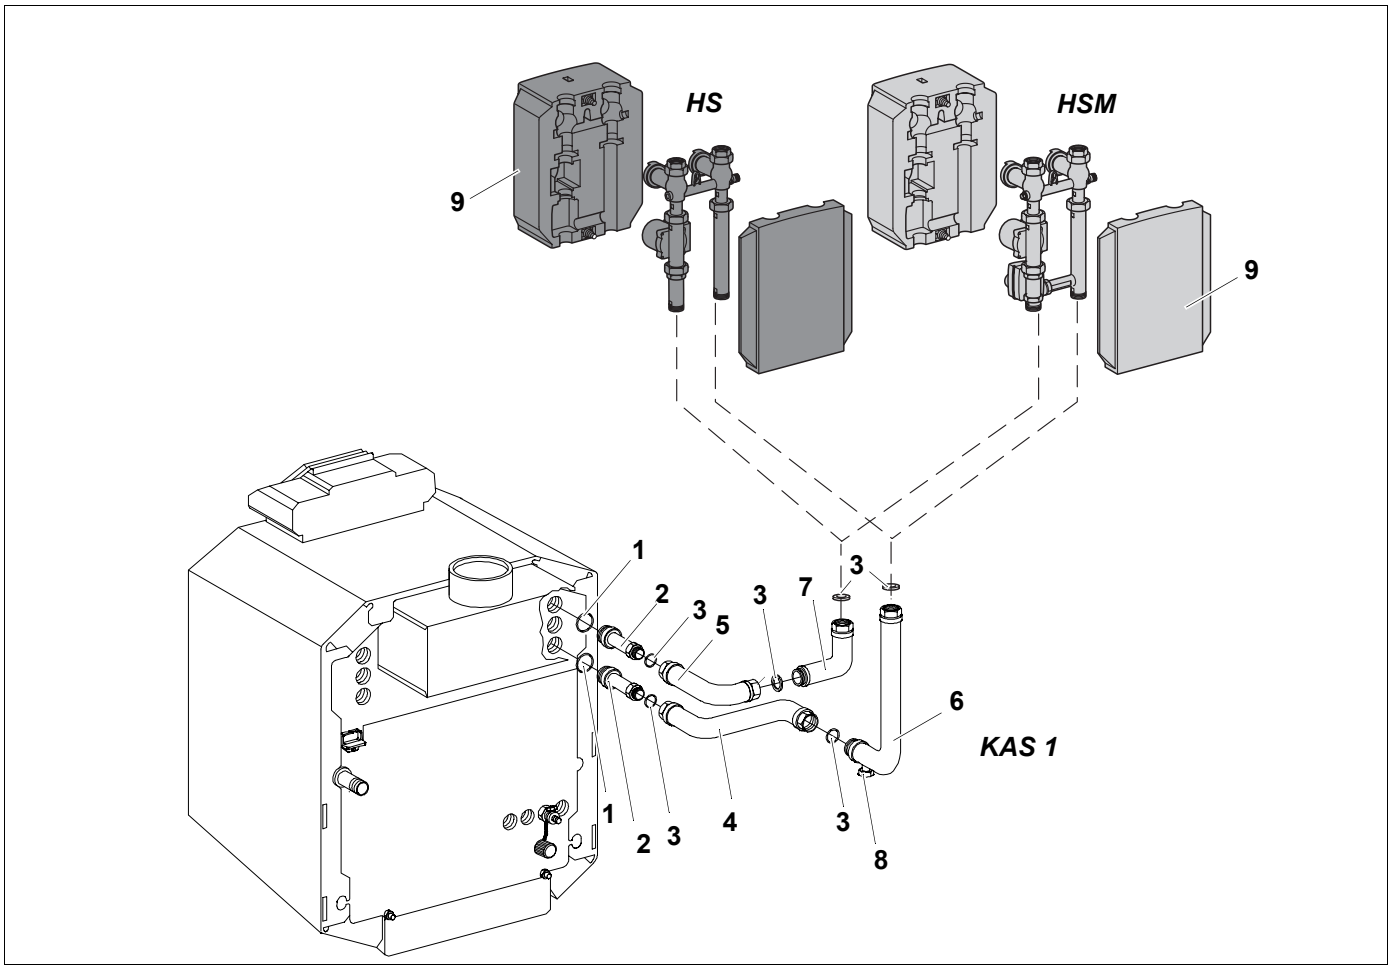

Рис. 6 Левое исполнение KAS 1
Экспликация к рис. 6
- Вкрутить штуцер (2) с установленным кольцом (1) в отверстие обратной линии котла.
- В накидную гайку на трубе A (4) установить уплотнение (3). Слега прикрутить трубу A (4) к штуцеру.
- Установить уплотнение (3) в трубу A (4) и слегка прикрутить ее к трубе C (6).
- Установить вертикально трубу C (6) и крепко затянуть соединение.
- Установить уплотенние (3) в трубу B (5) и слегка прикрутить ее к трубе D (7).
- Установить вертикально трубу D (7) и крепко затянуть соединение.
- Установить уплотнения (3) в верхние резьбовые соединения вертикальных участков трубопроводов.
- Установить на трубы комплект подключения отопительного контура без смесителя (HS) или со смесителем (HSM) в соответствии с рис. 6, затянуть соединения и проверить на плотность.
- Надеть с двух сторон соответствующую комплектам подключения отопительного контура теплоизоляцию (9) и слега стянуть пластмассовыми болтами.